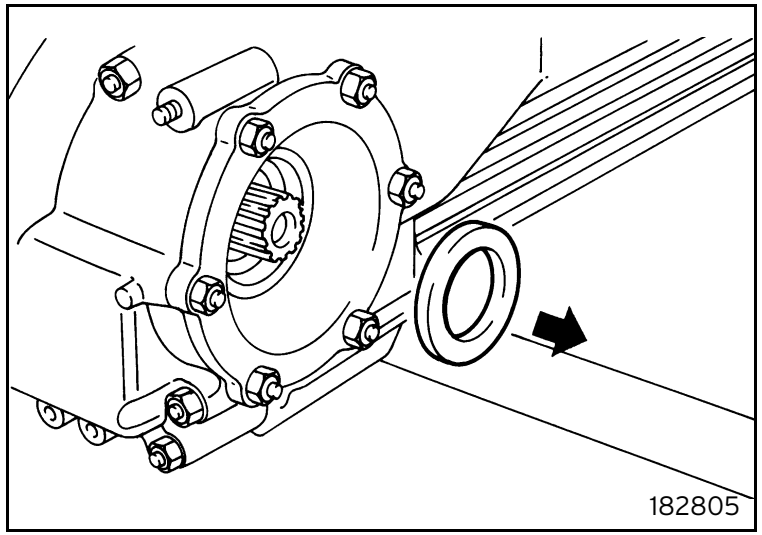

Fig. 5
- Remove the seal (figure 5). Repeat the operation on the other side.